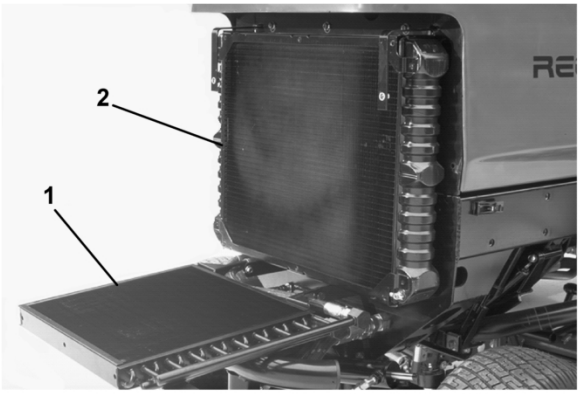

Figura 61
3. Svitate le manopole e girate indietro il refrigeratore dell'olio (Figura 61). Pulite accuratamente entrambi i lati dell'area del refrigeratore dell'olio e del radiatore utilizzando aria compressa. Non usate acqua. Aprite il cofano e soffiate via i detriti verso il retro della macchina. Riportate il refrigeratore dell'olio nella posizione originale e serrate le manopole.